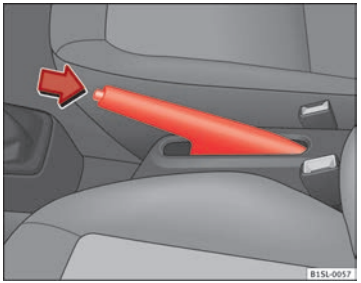

Fig. 86 Between the front seats: Handbrake.
- Pull gently in an upwards direction on the handbrake lever and press the lock button ⇒ fig. 86 (arrow).